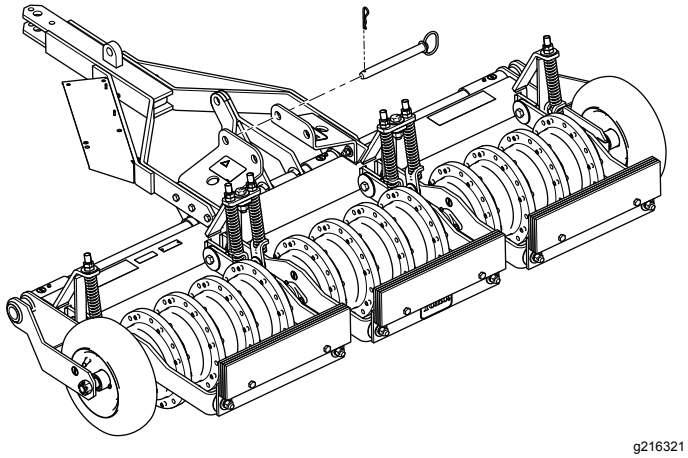

Figur 7
5. Monter låsepinnen og fest den med den lille hårnålssplinten, som vist i Figur 7.